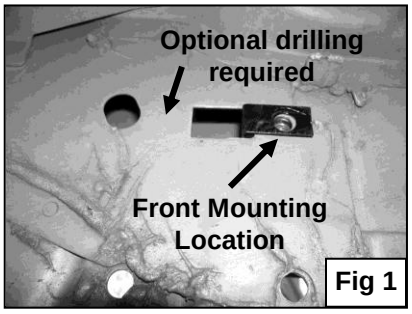

Fig 1
3. With nut towards the inside of the side panel, insert (2) 8mm Clip Nuts through each rectangular hole and orient them so nut aligns with factory round hole **(Figure 1 & 2)**. **NOTE:** One of the holes in the front mounting location does not line up with Mounting Bracket. You can either use the Mounting Bracket as a template to mark and drill the fourth hole in the side panel or you can mount Sidebar with three bolts.